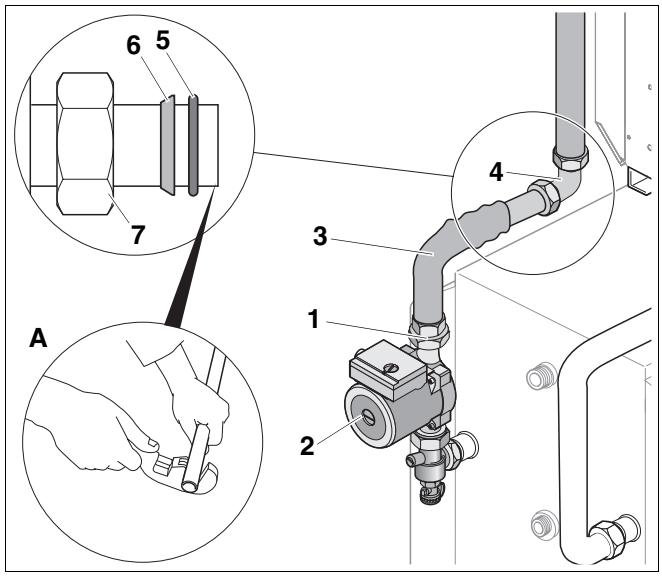

Fig. 10 Installing flow connection on the DHW cylinder
- Cut the flow pipe bend (Fig. 10, **Item 3**) to length according to Tab. 4.
- Loosely screw flow pipe bend (Fig. 10, **Item 3**) with gasket (Fig. 10, **Item 1**) inserted onto the DHW cylinder loading pump inlet.
- Push union nut (Fig. 10, **Item 7**), clamping ring (Fig. 10, **Item 6**) and O-ring (Ø 26 x 3; Fig. 10, **Item 5**) onto the horizontal pipe.
- Push on the clamping ring (Fig. 10, **Item 6**) with the chamfered side facing the union nut (Fig. 10, **Item 7**) (see detail in Fig. 10).
- Push the flow pipe bend into the angled compression fitting (Fig. 10, **Item 4**).